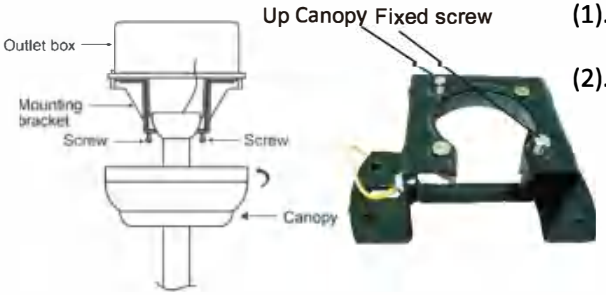

Fig. 9
(2) Rotate the motor assemble until the "Check Tab" on the mounting bracket has dropped into the "Registration Slot" on the hanging ball and seat firmly (Fig.7 Fig.8 Fig.9)